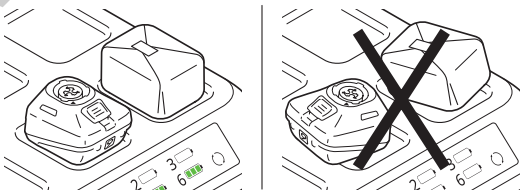

Figure 5 – Ensure correct battery placement
3. Make sure the flat bottom of the battery pack is completely situated within the charger bay and fully in contact with the charger surface (Figure 5).